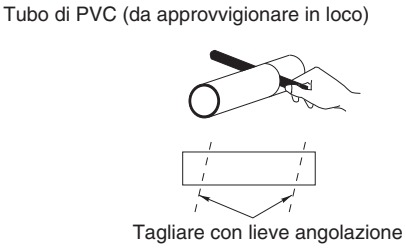

Fig. 3-8
(5) Misurare lo spessore della parete dal bordo interno a quello esterno e tagliare il tubo di PVC ad un leggero angolo di 6 mm inferiore allo spessore della parete. (Fig. 3-8)